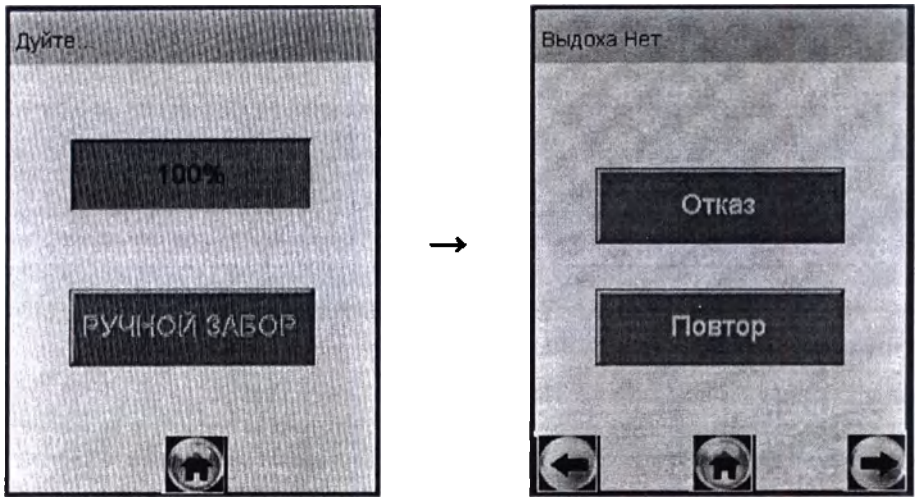

Рисунок 20 – Смена окон при отсутствии выдоха
2.7.19 Если при выполнении 2.7.10 настоящего РЭ выдох не был сделан своевременно, то сообщение о готовности к отбору пробы «Дуйте» (рисунок 20, слева) через 30 с сменится сообщением «**Выдоха нет**» (рисунок 20, справа).